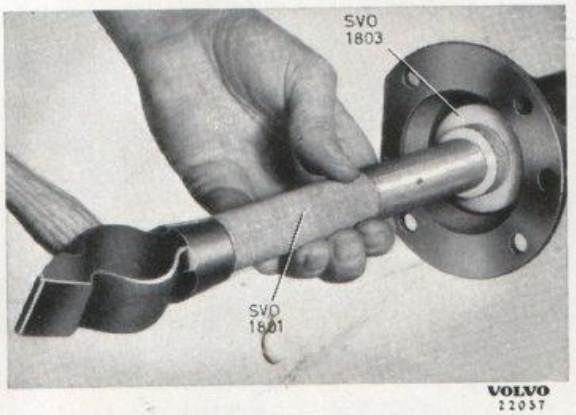

Bild 5-4. Mont. av tätningsring
4. Driv in den nya tätningsringen. Se till att den drives i rätt. Använd verktyg SVO 1801 och SVO 1803, bild 5-4.